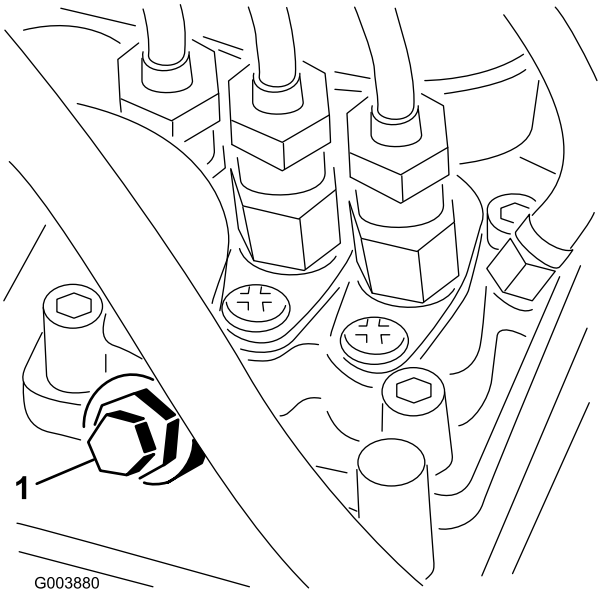

Figur 21
3. Öppna avluftarskruven på insprutningspumpen (Figur 21).